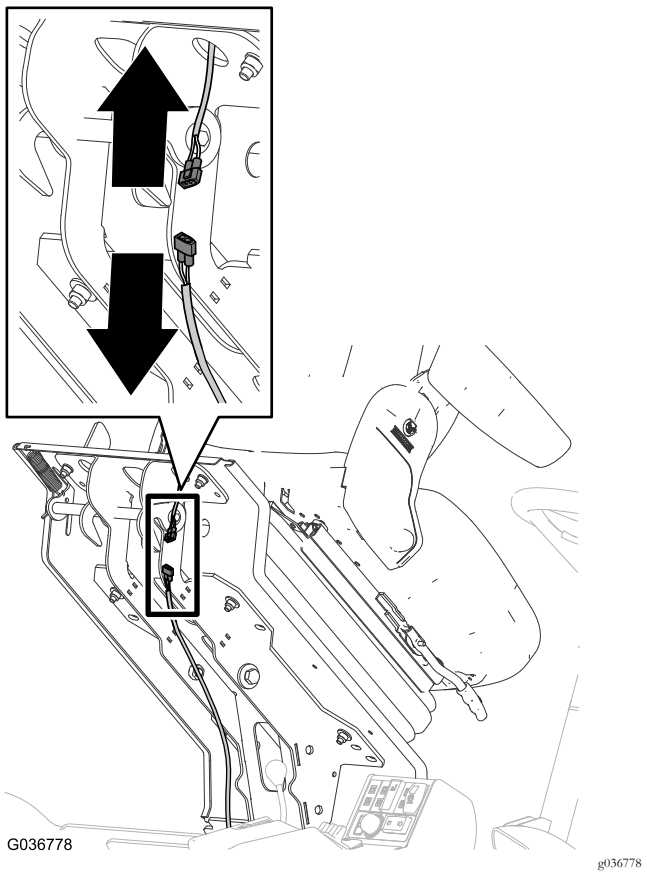

Figura 8
1. Desligue do conetor da cablagem da máquina, o conetor da cablagem do interruptor do banco (Figura 8).